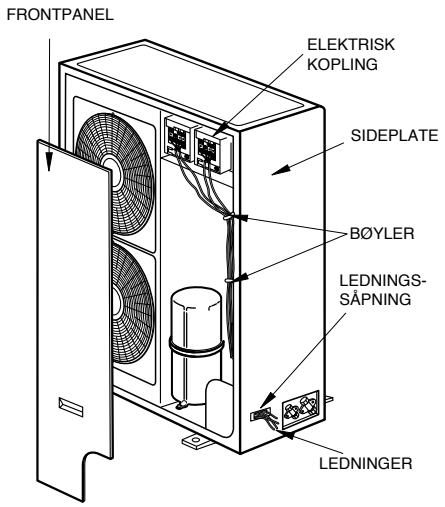

Fig. 18
(1) Fjern frontplaten (fig. 18).
(2) Beskytt åpningen ledningene skal føres gjennom, med gummiringen.
(3) Før deretter ledningene gjennom denne åpningen.
(4) Koble utendørs enhet i overensstemmelse med det elektriske skjemaet.
(5) Fest ledningene med klemskruene og bøylene.